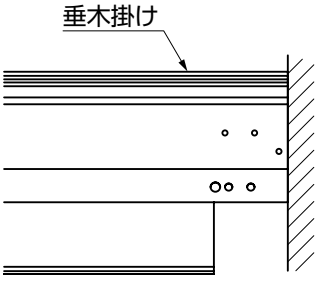

図4-2　入隅時の垂木掛けの位置
- ●入隅の場合は図4-2のように垂木掛けを取付けてください。